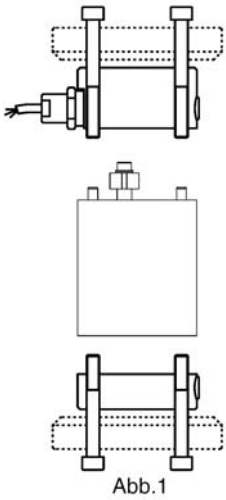

Abb.1
- Abschlussdeckel entfernen. Bei Ausführung mit Flanschdeckel wird dieser mit entfernt (Abb. 1).